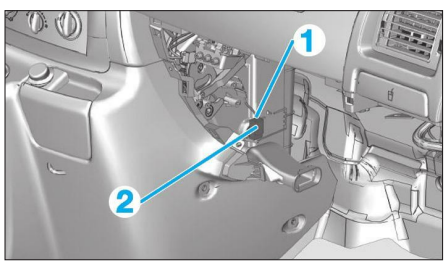

**Fig. 43**
• Déconnecter le connecteur (1) **(Fig.43)**.
• Dégrafer et déposer la sonde de température évaporateur (2).